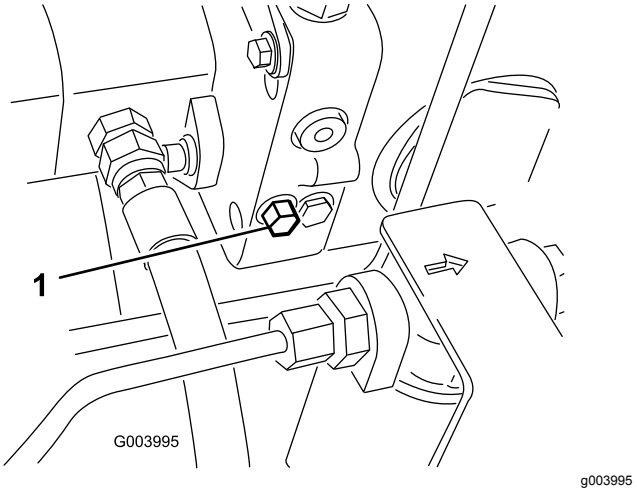

Figur 37
1. Förbikopplingsventilen sitter till vänster om hydrostaten (Figur 37). Vrid bulten 1,5 varv för att öppna ventilen och låta vätska avledas internt.